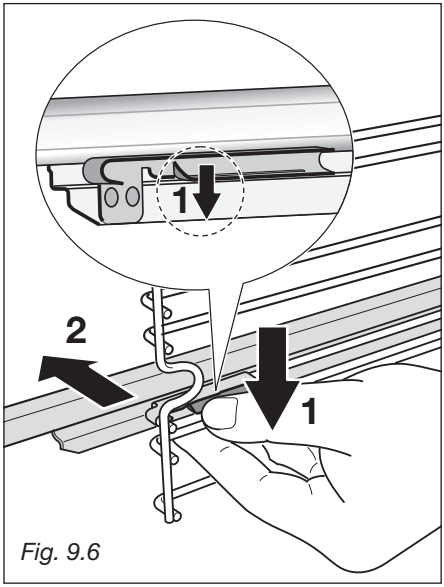

Fig. 9.6
– Individuare le clips di aggancio delle slitte scorrevoli; sono quelle alette che sono agganciate ai rebbi dei telai laterali (freccia 1 di fig. 9.6).
– Premere le clips di aggancio verso il basso (freccia 1 di fig.10.9) e sganciarle dal rebbo dei telai laterali (freccia 2 di fig. 9.6).